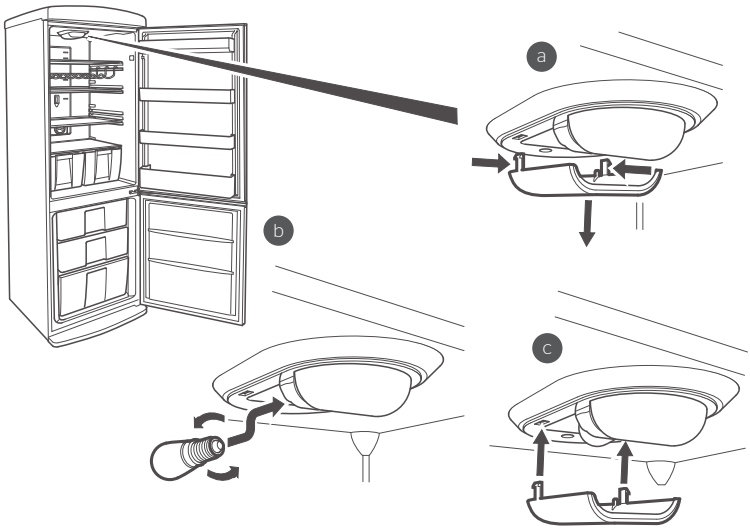

Figure 7
2. Apply light pressure to the sides of the light cover and carefully pull downwards. (Figure 7 a).
3. Unscrew the bulb by turning it clockwise, and remove (Figure 7 b).
5. Re-fit the light cover, by pushing it upwards until it clicks back into position (Figure 7 c).